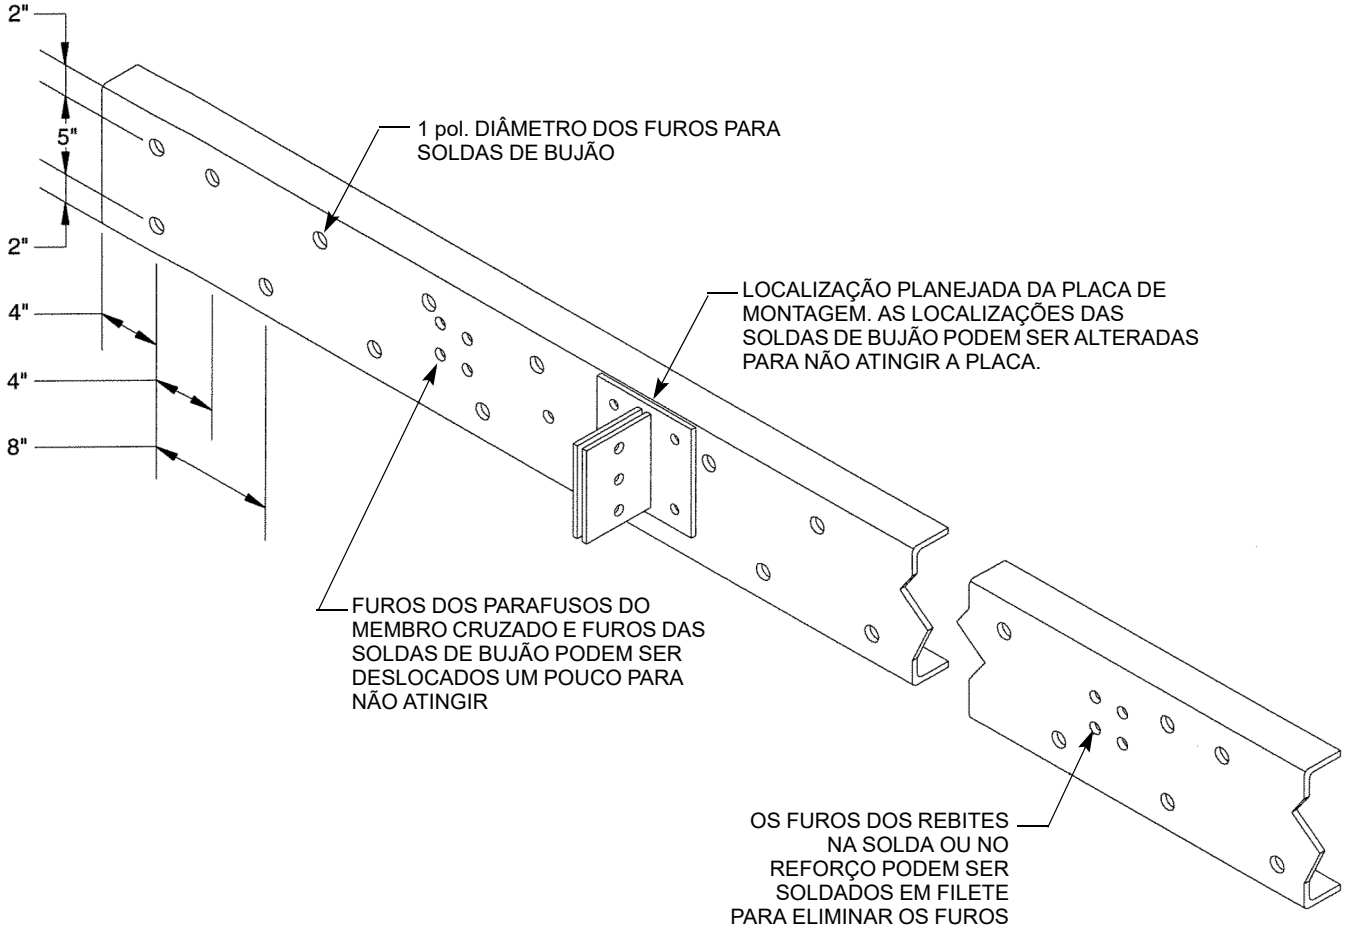

FIGURA 9-6
Instale o reforço, prenda-o no lugar, instale os parafusos dos membros cruzados que foram removidos anteriormente e solde na estrutura do caminhão conforme mostrado na Figura 9-6.
7. Se a cantoneira de reforço for soldada na estrutura do caminhão, recorte o padrão do furo da solda de bujão, como mostrado na Figura 9-6.